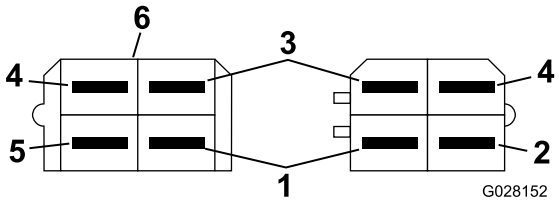

Figura 16
11. Collegate il connettore sul cablaggio preassemblato della macchina con il filo verde/rosso al connettore del gruppo luci di destra da identificare (Figura 16).